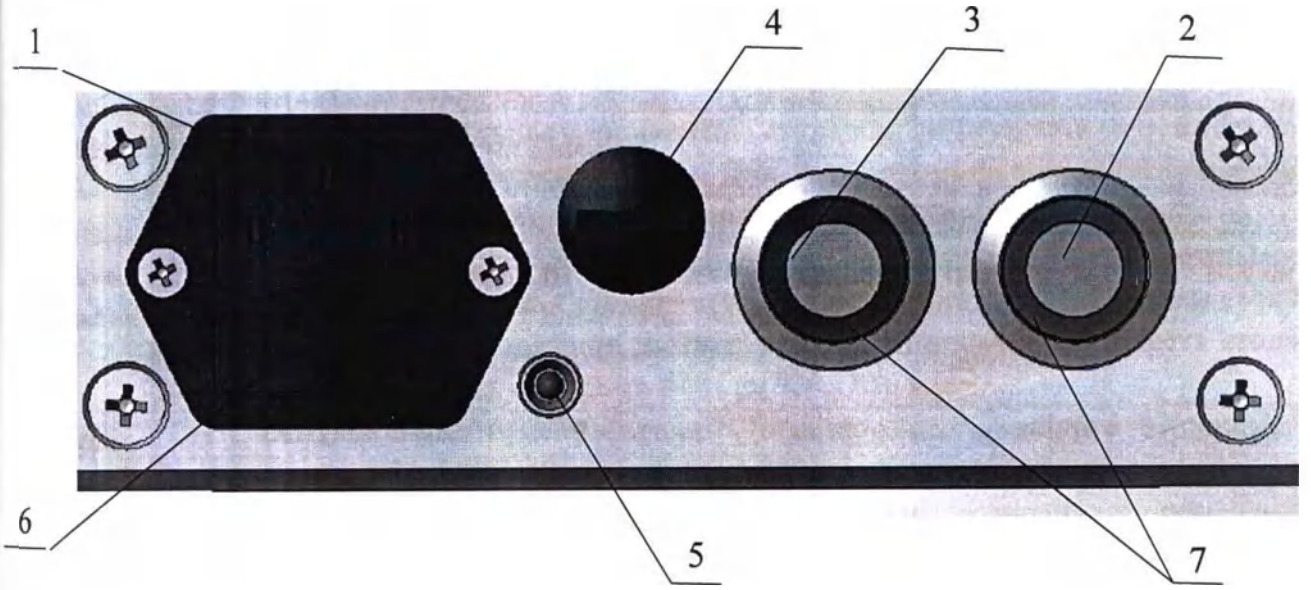

Рисунок 5. Панель питания.
9.5 В держатель предохранителя 4, расположенный на панели питания (Рисунок 5) установите предохранитель 15А. Для этого необходимо снять крышку держателя предохранителя, открутив ее в направлении против часовой стрелки, установить предохранитель и закрутить крышку в обратном направлении.
9.7 На панели питания (Рисунок 5) нажмите кнопку 3. При этом загорится светодиодный индикатор 7. Стол готов к работе.
10.1.1 Для включения пульта нажмите и удерживайте 3 секунды кнопку 1 «OFF/ON» (Рисунок 6) пульта управления. На экране отображается логотип «МЕДИН», индикатор зарядки аккумуляторной батареи 19, индикатор положения пациента 21 и индикатор проводной связи пульта с системой управления 20. При включении пульта индикатор аккумуляторной батареи 19 (Рисунок 6) должен гореть зеленым цветом. Он отображает степень зарядки батареи. При полной разрядке батареи индикатор горит красным цветом. Раздается прерывистый звуковой сигнал и появляется сообщение «Батарея разряжена». При разряженных батареях вставьте один конец съёмного шнура питания в разъём 1 (Рисунок 5), а второй – в сеть питания ~(230±23)В, (50±0,1) Гц.
⚠	**ВНИМАНИЕ! Зарядка аккумуляторных батарей стола должна проводиться при включенном столе. При этом должны гореть оба светодиодных индикатора 7 и светодиодный индикатор 5 (Рисунок 5), индикаторы 12 на пультах мигают зеленым цветом (если пульт включен) (Рисунки 6, 7). Если индикаторы 7 не горят, нажмите кнопку 3 на панели питания (Рисунок 5).**